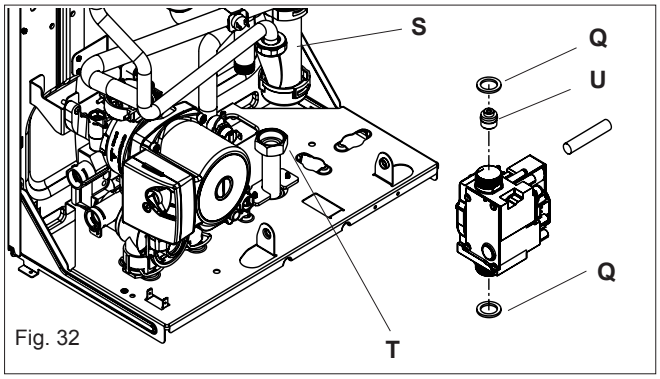

Fig. 32
6.12 GAS VALVE (fig. 32)
6.12.1 INJECTOR (fig. 32)